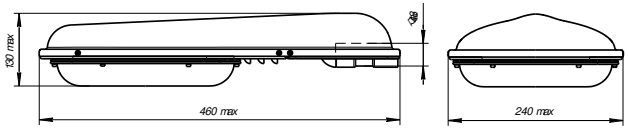

Рис.1
1.1. Светильник серии GALAD ПОБЕДА XS LED (рис.1) со светодиодными источниками света устанавливают на опорах с Г-образным кронштейном диаметром 48 мм под углом 15…20 град. к горизонту и предназначены для освещения улиц, дорог со средней и низкой интенсивностью движения транспорта, автостоянок, железнодорожных платформ, дворовых территорий и т.п.